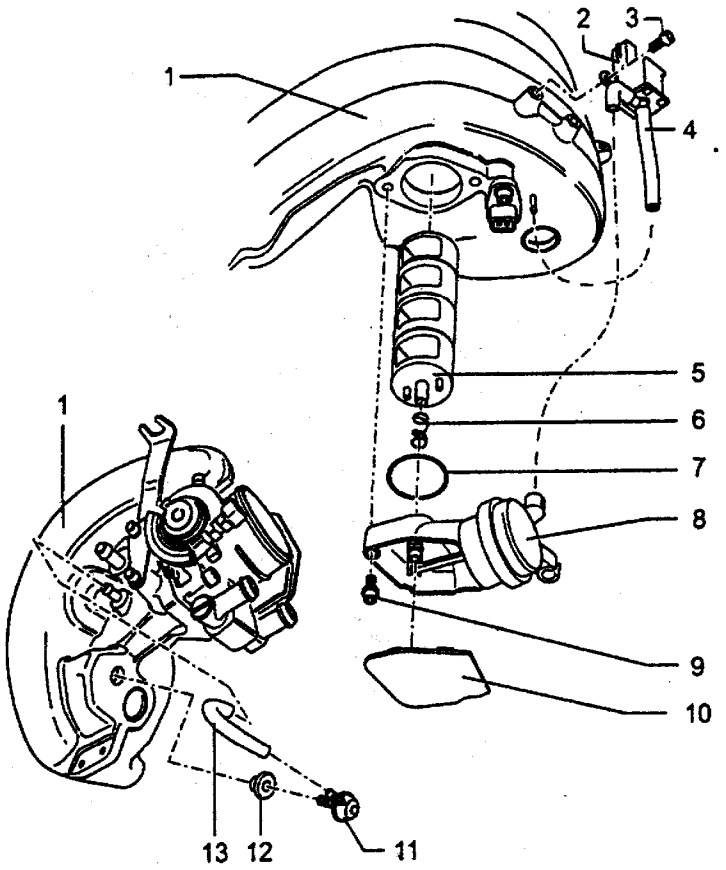

图 2－12　进气歧管切换零件的拆卸和安装
①29 号保险丝必须正常，见图 2－2。
②冷却液温度必须至少为 85℃。
③所有的用电设备，如照明、后风窗玻璃加热必须关闭。
④空调机也必须关闭。
⑤带自动变速器的车辆中，选择手柄必须位于 P 或 N 位。
(3) 读测试数据块：
①连接故障读出仪 V.A.G1551 或 V.A.G1552，起动发动机，用地址词“01”选择“发动机电子系统”。显示屏上的显示为：